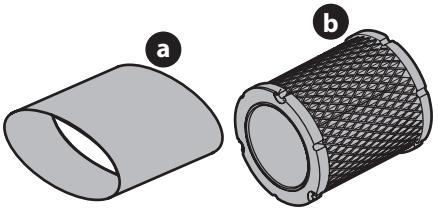

Figura 10
4. Quitar la espuma pre-filtro de aire (a) de todo el papel de filtro (b) (Figura 10 en la página 25). Sustituya el elemento de papel cuando sucio o dañado. Limpia el elemento de espuma o sustituya cuando dañado.